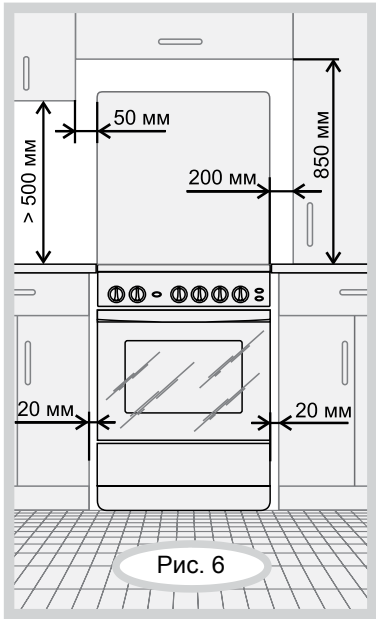

Рис. 6
- Расстояния, которые необходимо выдержать при установке плиты, показаны на рис. 6.